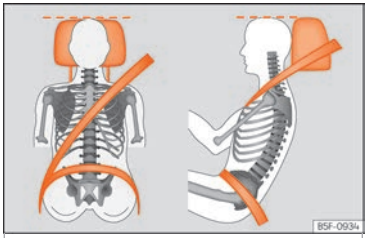

Fig. 8 Banda del cinturón y apoyacabezas ajustados correctamente.
- Ajuste el apoyacabezas de modo que el borde superior quede, en la medida de lo posible, a la altura de la parte superior de la cabeza, en ningún caso por debajo de los ojos. Mantenga la nuca lo más cerca posible del apoyacabezas ››› fig. 8.